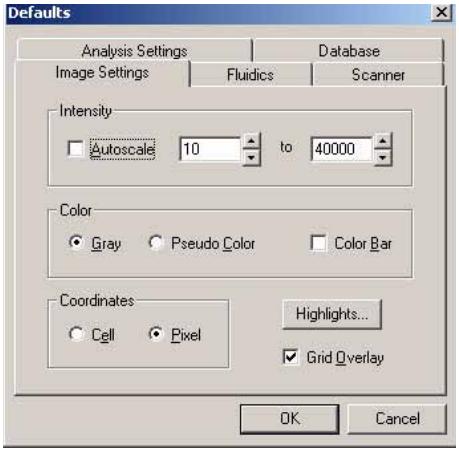

Figure 13.1
⇒ The Defaults dialog box appears **(Figure 13.1)**.
The image settings **(Figure 13.1)** affect the display of image and cell intensity data in the Image window. For more information on this window, see *The Image Window* on page 135.
1. To automatically scale an image, choose the **Autoscale** option in the Defaults dialog box **(Figure 13.1)** and click **OK**.
You can view the pixel intensity values in gray scale or pseudo color (generated by applying rainbow colors to the intensity scale). Choose the **Color Bar** option **(Figure 13.1)** to display a gray scale or pseudo color bar at the top of the Image window.
If you choose the **Cell** option in the Defaults dialog box **(Figure 13.1)**, a pop-up tool tip and the status bar display the x-y coordinates of the cell, the cell intensity, and the pixel intensity **(Figure 13.2)**.
1. Click **Highlights** in the Defaults dialog box **(Figure 13.1)**.
Choose the **Grid Overlay** option **(Figure 13.1)** to automatically display the grid on a image or cell intensity data. Remove the check mark to toggle the grid overlay off. Alternatively, click **Grid** in the Image window task bar (or press the **G** key) to toggle the grid on or off.